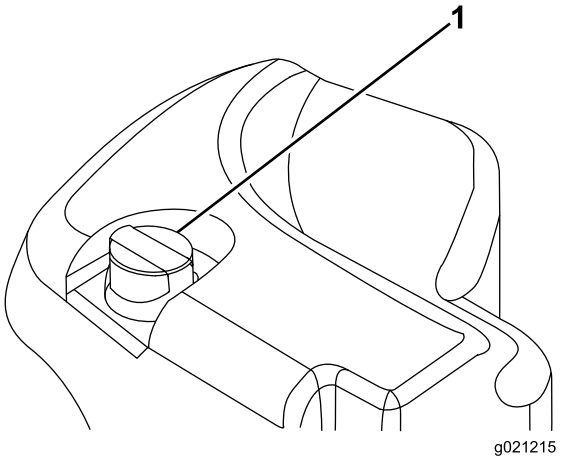

Figur 30
2. Gör rent omkring påfyllningsröret och hydraultanklocket (Figur 30). Skruva av tanklocket på påfyllningsröret.